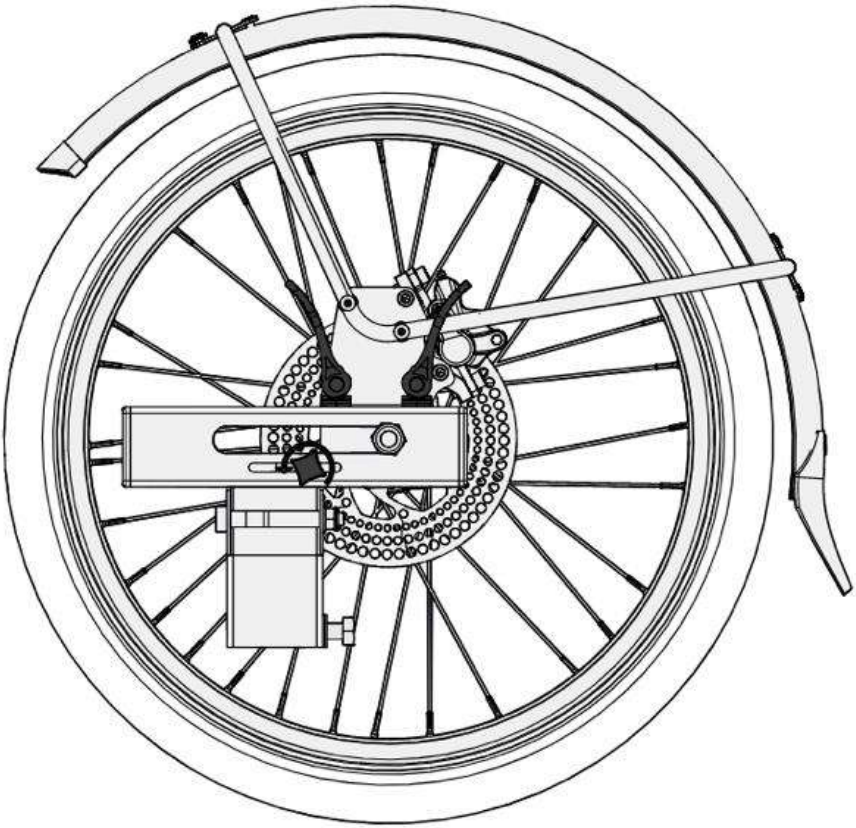
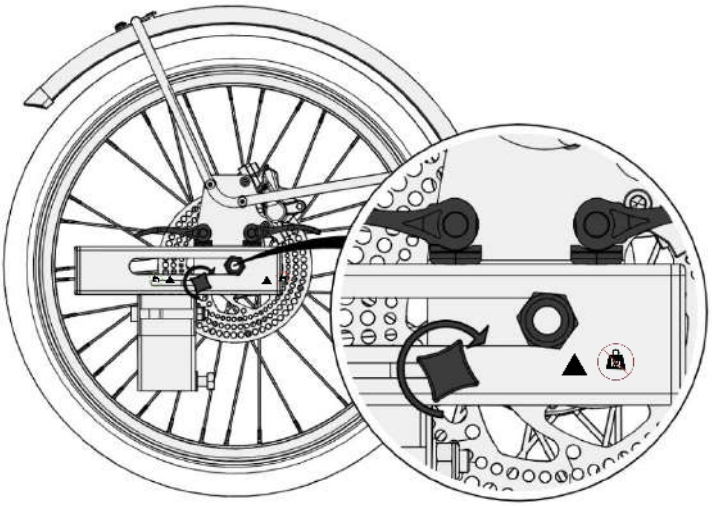

Abbildung 18: Gelöste Hebel und Sperrrad am rechten Rad
Abbildung 19 – Erste Positionierung der Räder (hier rechtes Rad)
-Zuerst sollten die Räder so weit wie möglich nach hinten positioniert werden (Position ohne Beladung) (siehe Abbildungen 18 und 19). Setzen Sie die Bremse in die Parkposition. Lösen Sie die beiden Schnellspannhebel und das Sperrrad, wie in Abbildung 18 dargestellt, und schieben Sie das Rad nach hinten, indem Sie es an der Nabe fassen. Sobald das Rad in Position ist, ziehen Sie die Schnellspannhebel und das Sperrrad wieder fest (siehe Abbildung 19). Mit dem anderen Rad auf die gleiche Weise verfahren, so dass beide Räder auf derselben Höhe positioniert sind. Siehe Kapitel 9.F.